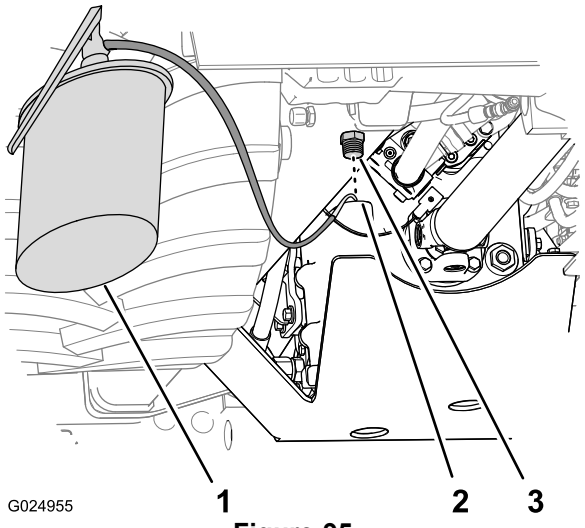

Figure 95
4. Faites le plein de l'huile de transmission spécifiée par l'orifice de remplissage (Figure 95).